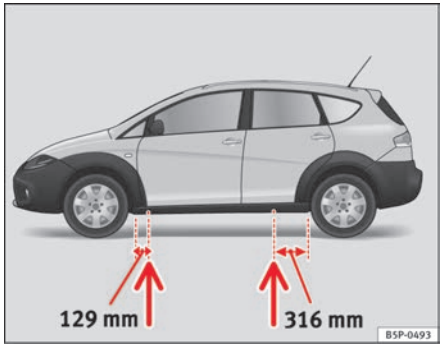

**Fig. 172 The jacking points**
– Locate the jacking point under the door sill closest to the wheel to be changed ⇒ fig. 172.
Recesses at the front and rear of the door sills mark the jacking points ⇒ fig. 172. There is only one jacking point for each wheel. Do not fit the jack anywhere else.